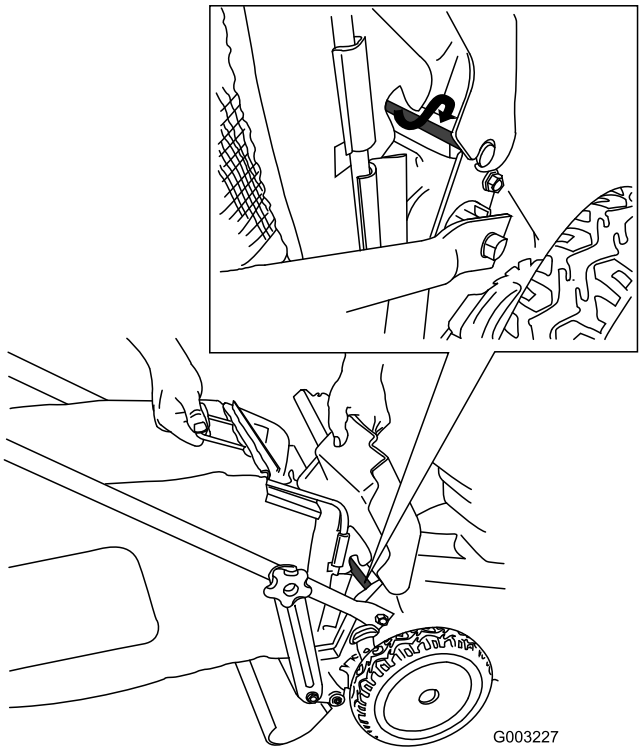

**Figuur 24**
4. Monteer de zak op de stang van de klep (Figuur 24).